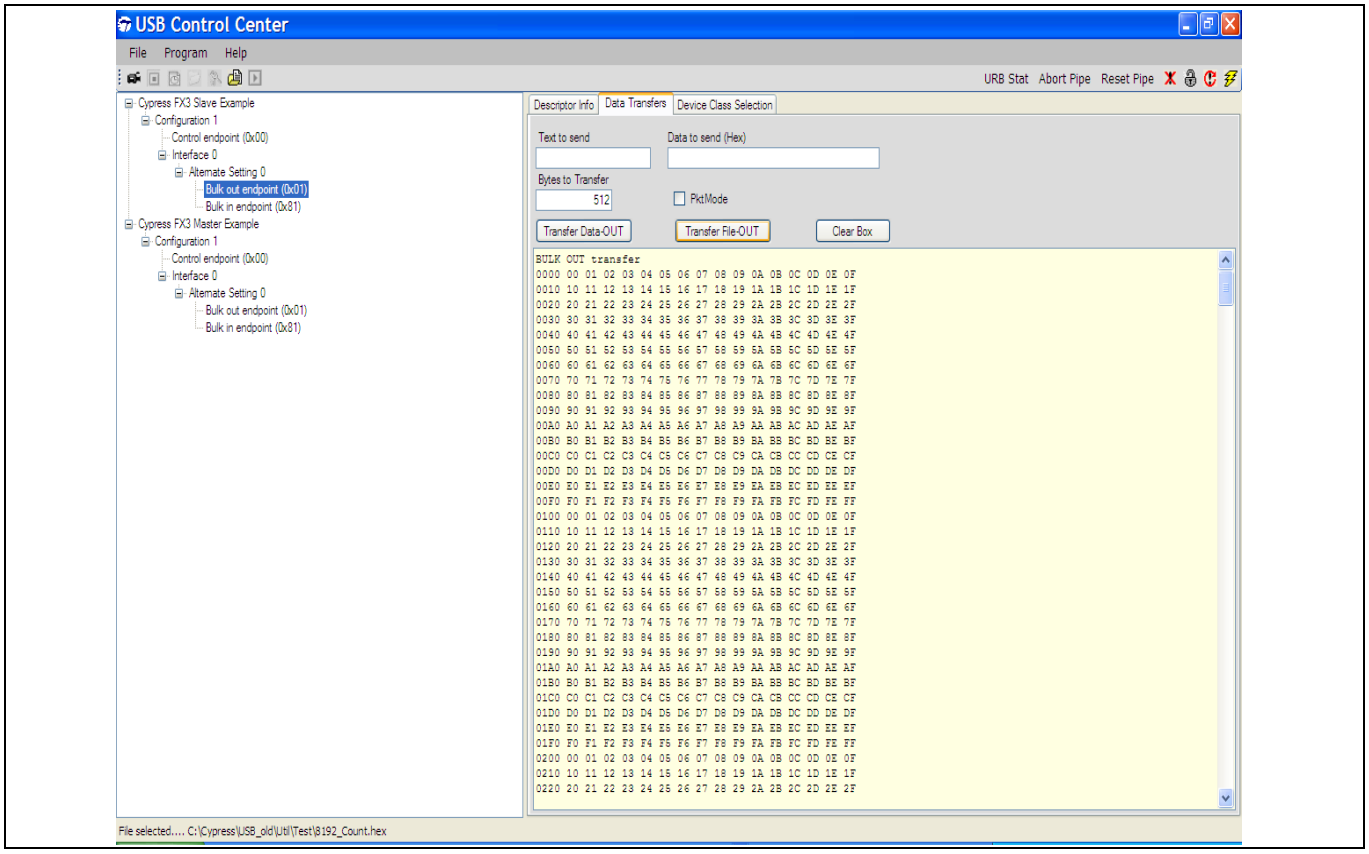
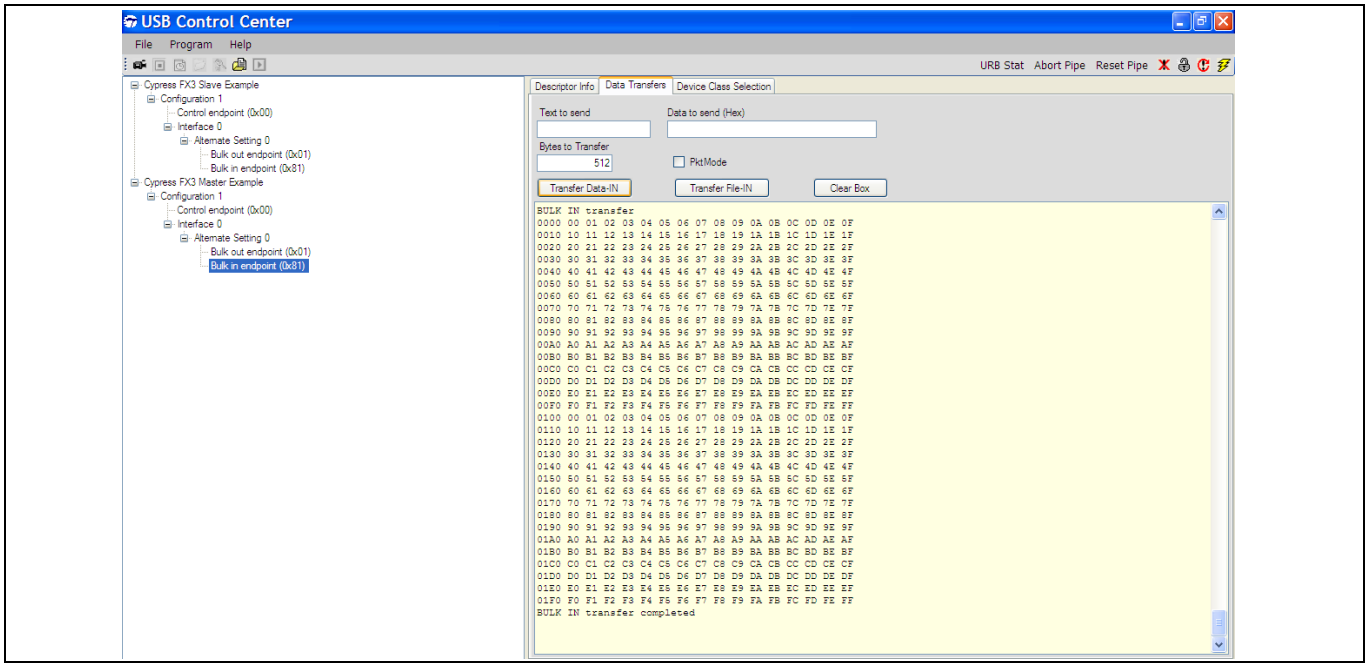

Figure 29　将数据传输到从设备 FX3 的 Bulk OUT 端点
Figure 30　从主设备 FX3 的 Bulk IN 端点读取数据
5. 每个器件都有一个 Bulk OUT 端点和一个 Bulk IN 端点。将数据传输到从设备 FX3 的 Bulk OUT 端点，并从主设备 FX3 的 Bulk in 端点读取该数据。请点击 Transfer File-OUT 按键，并浏览到 8192_count.hex（位于附件中的“bin”文件夹内）。该操作可将 8 kB 的数据传输到从设备 FX3 的 Bulk OUT 端点，如 **Figure 29** 所示。**Figure 30** 显示的是从主设备 FX3 的 Bulk in 端点读取的数据。